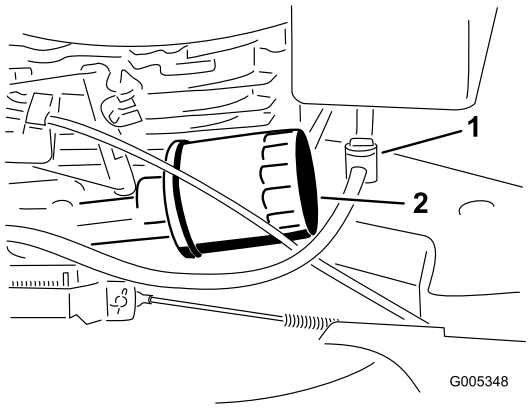

Рисунок 27
5. Поместите ветошь под масляный фильтр для сбора масла, которое может вытечь при снятии фильтра (Рисунок 27).
3. Закройте топливный клапан (Рисунок 27).